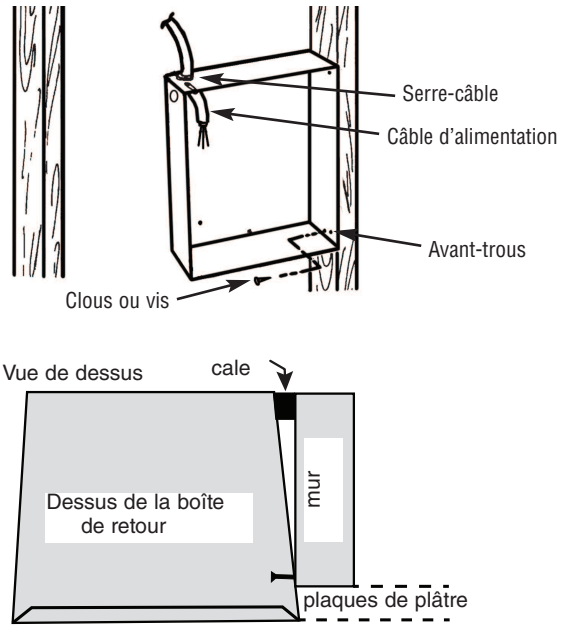

Figure 1
3. L'alimentation électrique entre dans le boîtier arrière par les trous à enfoncer sur le côté GAUCHE du boîtier. N'utilisez pas les trous à enfoncer du côté droit du boîtier (voir la Figure 1).
4. Positionnez le boîtier arrière contre le côté de poteau avec des clous ou des vis comme c'est montré en Figure 1.
REMARQUE: Le boîtier arrière doit être installé contre un poteau mural et fixé avec des clous ou des vis comme c'est montré en Figure 1.
1. Le rebord du boîtier arrière doit arriver juste au niveau de la surface finie finale. (Voir la Figure 1).